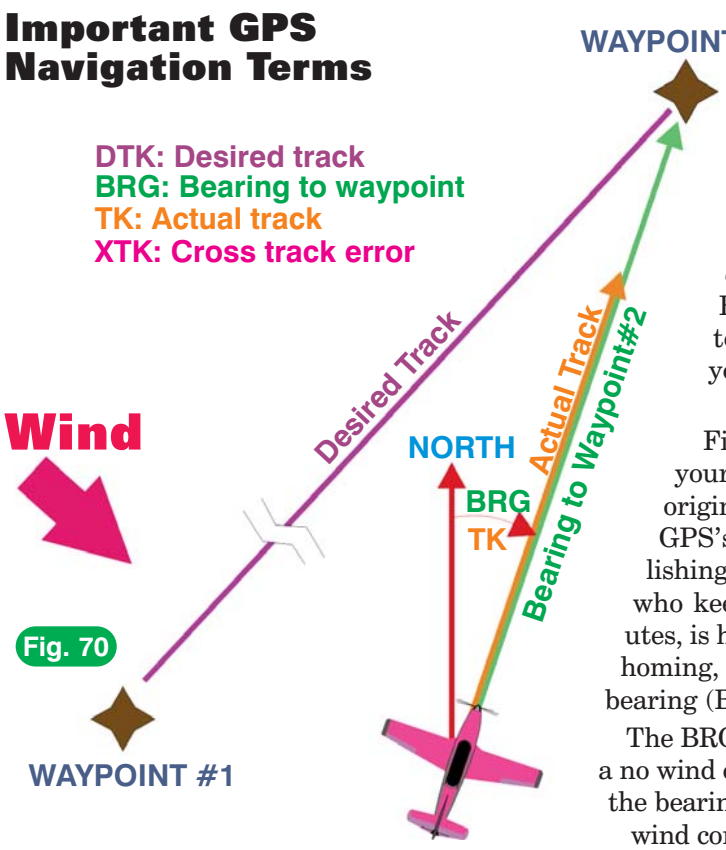

Fig. 70
The BRG is the heading you must fly to get to your next waypoint in a no wind condition. Suppose the pilot of the airplane in Figure 70 flies the bearing (BRG) to the station on his heading indicator. Under a no wind condition, the bearing (BRG) and the actual track (TK) should